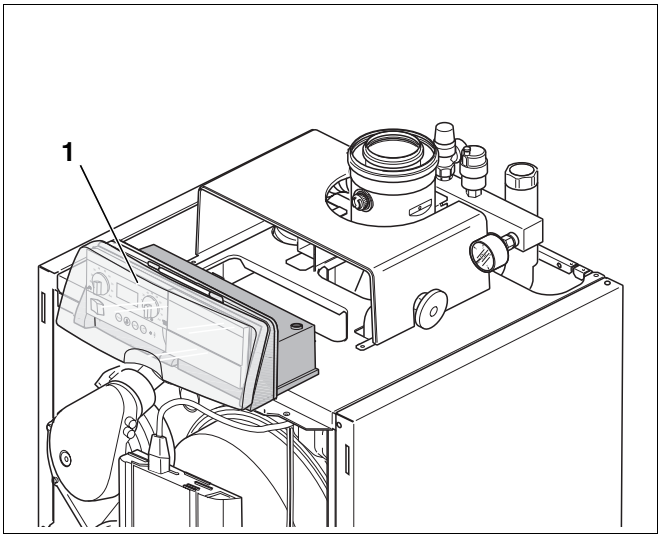

Bild 27 Logano SB105
Der Logano SB105(T) ist werkseitig mit komplett montiertem und verkabeltem Regelgerät Logamatic MC10 (Bild 27, **Pos. 1**) ausgestattet. Im Regelgerät Logamatic MC10 ist werkseitig der Basiscontroller Logamatic BC10 integriert. Der Netzanschluss des Regelgerätes Logamatic MC10 muss bauseits nach Anschlussplan (liegt den technischen Unterlagen bei) erstellt werden.